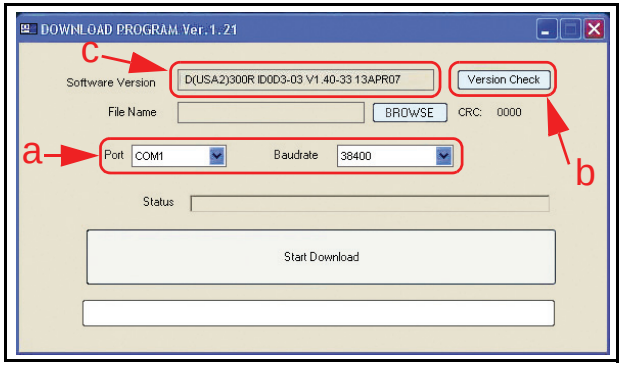

Figure 8 Port, Baudrate and Version Check Screen
18. On the Download Program screen, verify that the 'Port' select pull-down menu box is set to 'COM1' (or another desired port as selected), and that the 'Baudrate' select pull-down menu is set to '38400' (See Figure 8 a).
19. To verify the communication link between the PC and the DBV-30X, click on the 'Version Check' Screen Button (See Figure 8 b). The DBV will respond by displaying the Firmware Version currently loaded within the CPU memory. (See Figure 8 c).